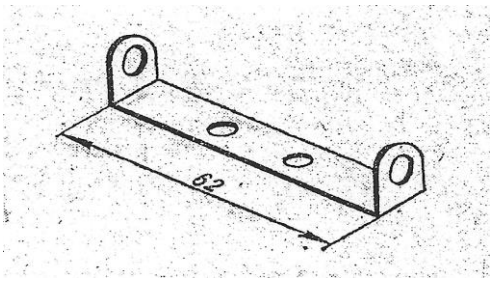

Рис. 3
8. Зігнути скобу, як показано на рис. 3.